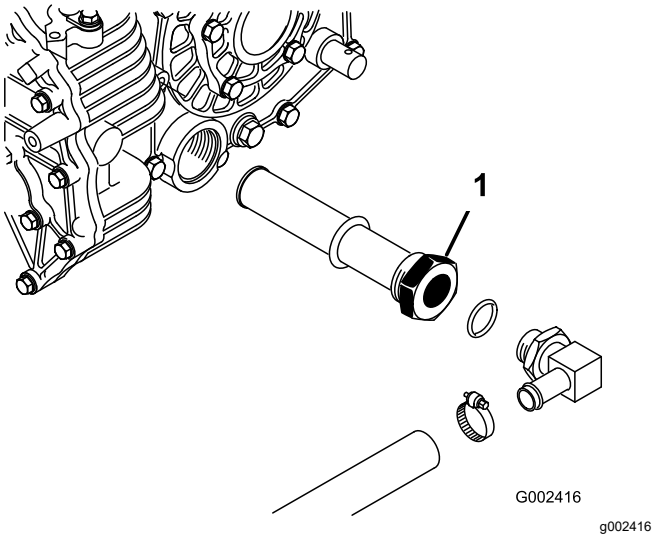

**Figur 70**
5. Observera riktningen på hydraulslangen och 90-graderskopplingen som är anslutna till filtret på tankens ena sida (Figur 70).